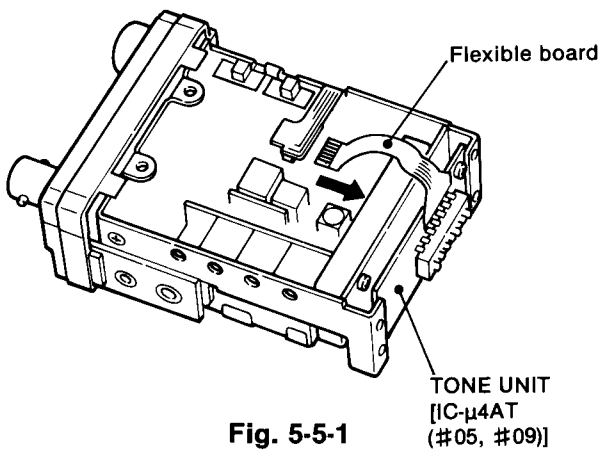

Fig. 5-5-1
1. Pull out the flexible board from the MAIN UNIT as shown in Fig. 5-5-1.